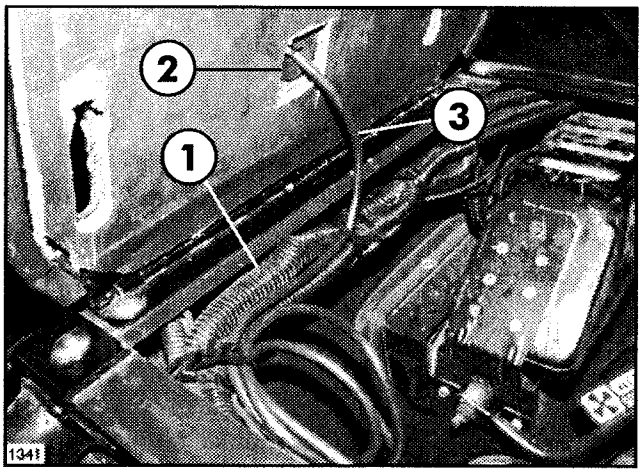

FIG. 6
13. Route Power Cable along front of Seat Box and secure to Wiring Harness using (2) zip ties. See Fig. 6.
16. Coil up excess Power Cable and zip tie to Wire Harness in front L.H. corner of Seat Box as shown in FIG. 6.